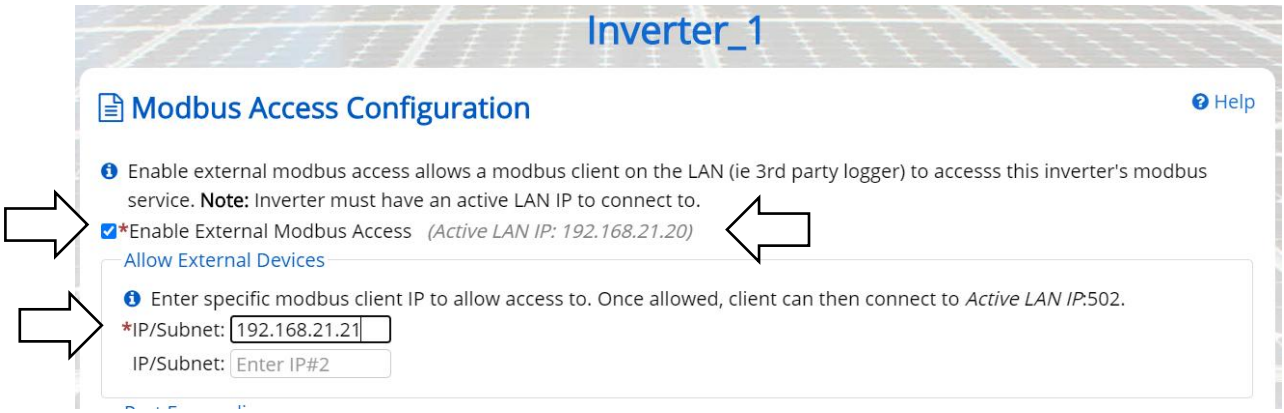

Figure 5-8 Enabling external Modbus access, static routing
- Listed as ***Active LAN IP*** on the ***Modbus Access Configuration*** page, see Figure 5-8